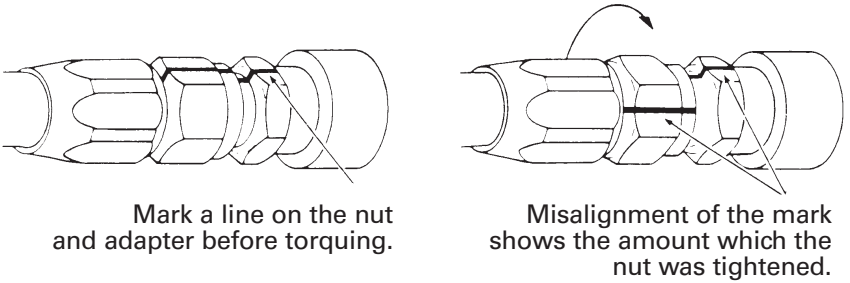

Figure 15 - Marking the Fittings for Correct Tightening
b. Mark the flats as shown in **Figure 15**.